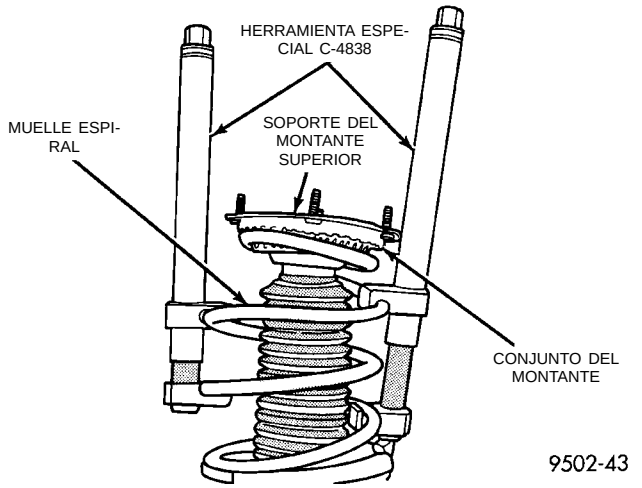

Fig. 26 Compresión del muelle espiral del conjunto del montante
(3) Coloque los Compresores de muelles, Herramienta especial C-4838 en el muelle del conjunto del montante (Fig. 26). Comprima el muelle espiral hasta eliminar por completo la carga del conjunto del soporte del montante superior.